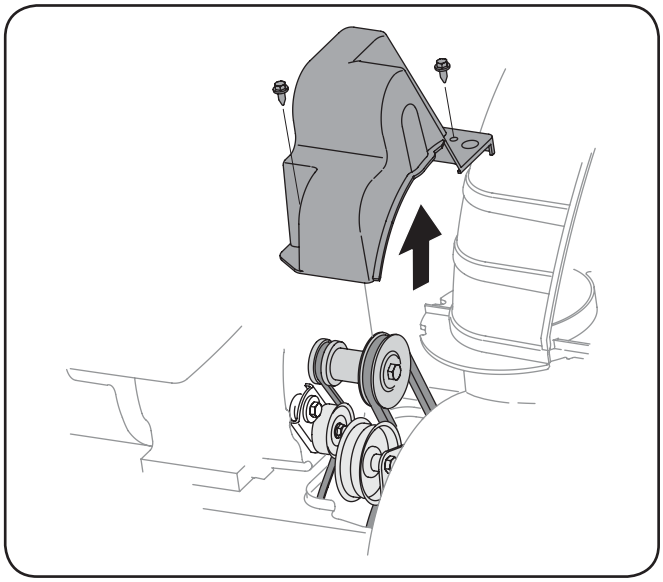

Fig. 7-1
2. Retirez le couvre-courroie en plastique sur le devant du moteur en enlevant les deux vis auto-taraudeuses. Voir la Fig. 7-1.